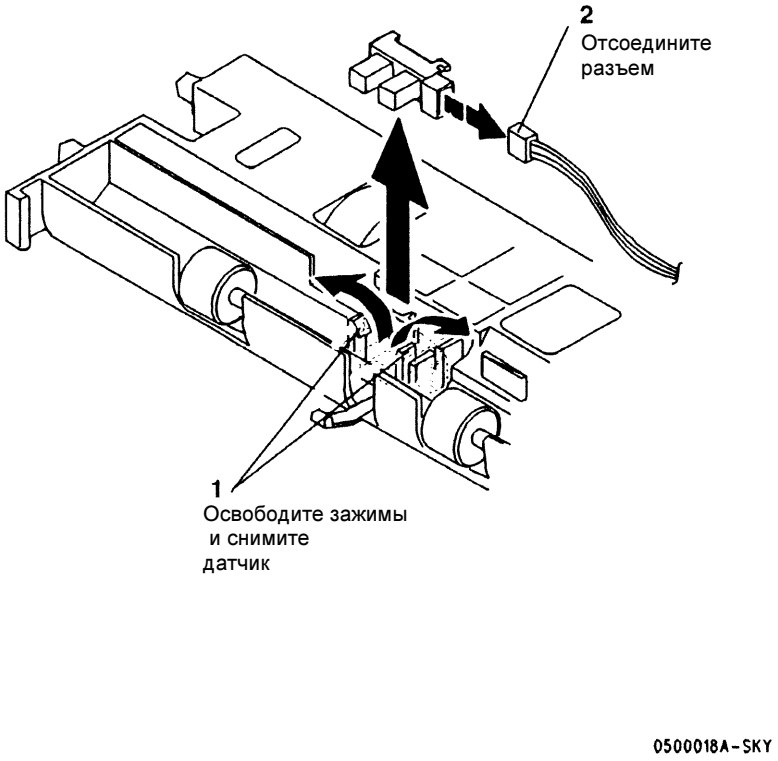

Рисунок 3 Снятие датчика подачи бумаги (Q7)
3. (Рисунок3): Снимите датчик узла подачи лотка 2 (Q7)